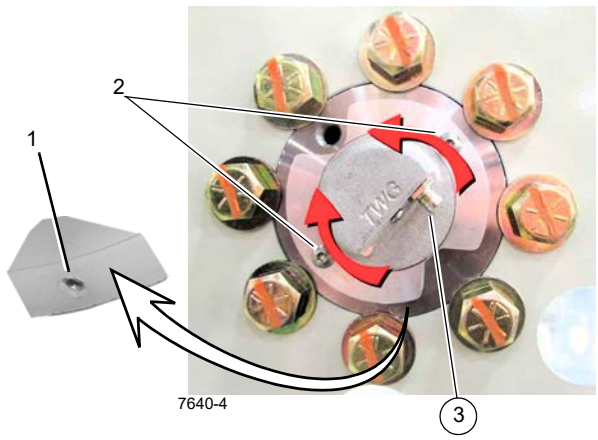

FIGURA 5-7
7. Suelte el tornillo de fijación (1, Figura 5-7) del costado de la brida del DRI.
8. Utilice los agujeros para llave ajustable (2, Figura 5-7) para girar el DRI de modo que el conector (3) quede orientado hacia abajo.
9. Apriete el tornillo de fijación (1, Figura 5-7) después de haber colocado el DRI en la posición deseada.